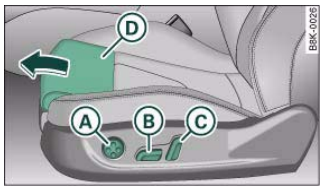

Fig. 74 Front seat: Adjuster controls
– Press switch Ⓑ ⇒ fig. 74 forwards or backwards.